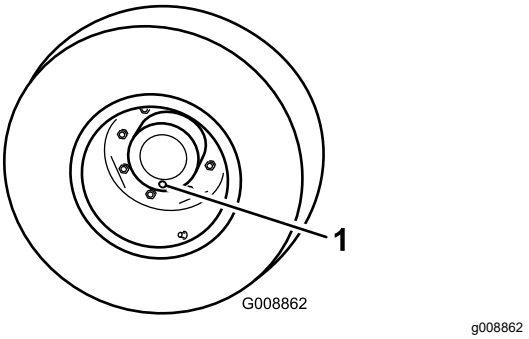

Figur 105
1. Ställ maskinen på ett jämnt underlag och placera hjulen så att en kontrollplugg befinner sig i det lägsta läget (klockan 6) (Figur 105).